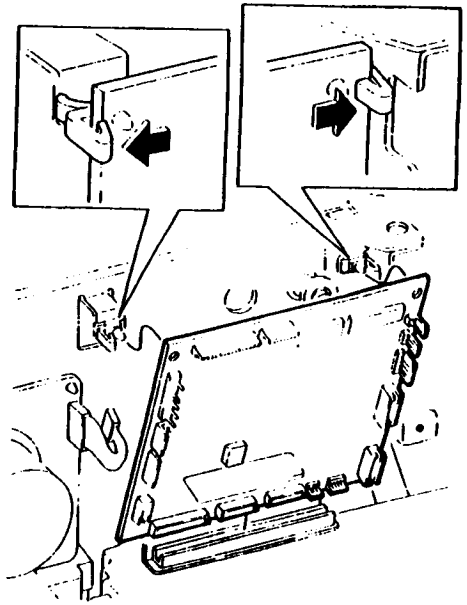

Рис.2 Снятие главной PWB
4. (Рис.2) Снять главную PWB.
(Рис.2)